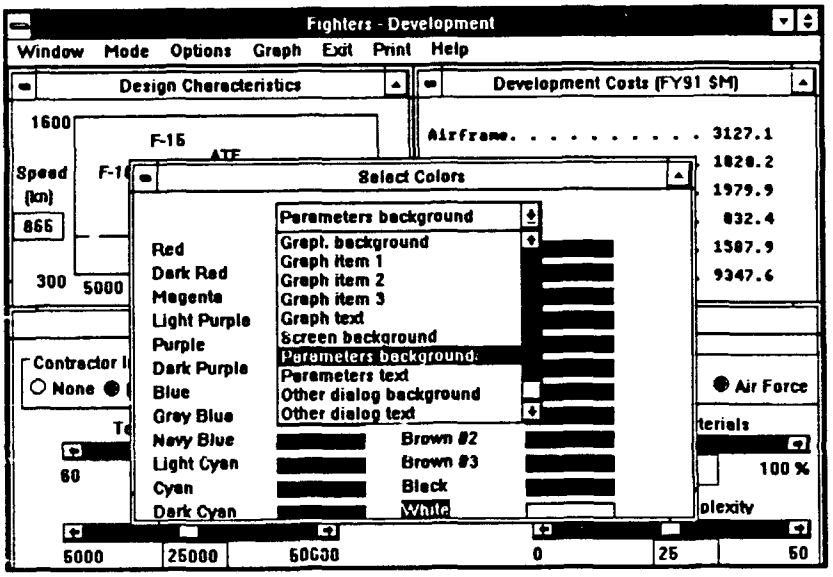

Figure 87. "Select Colors" Window
You may also change the colors used in various elements of the New Aircraft Model display. Select **Colors** from the **Options** menu. A window appears showing the available colors and the elements of the display that can be changed (Figure 87). Select "Cost background" by highlighting it and then click on any color. The Development Costs window background will change to the newly selected color. Note that the color option is available for "Graph item 1," "Graph item 2," and "Graph item 3." These items are the lines or bars on the development cost graph that represent the "Compressed," "Average," and "Stretched" development schedules